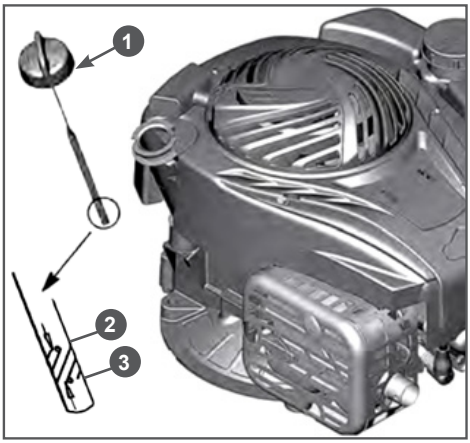

Рис. 12 Проверка уровня масла в картере двигателя
2. Поверните крышку-щуп 1 маслозаливной горловины против часовой стрелки (смотреть сверху) на 90° и извлеките щуп (Рис. 12).
5. Снова извлеките щуп и осмотрите его. Уровень масла должен соответствовать верхней отметке 2 на щупе (Рис. 12).
ливной горловины против часовой стрелки (смотреть сверху) на 90° и извлеките щуп (Рис. 12).
4. Снова извлеките щуп и осмотрите его. Уровень масла должен соответствовать верхней отметке 2 на щупе (Рис. 12).